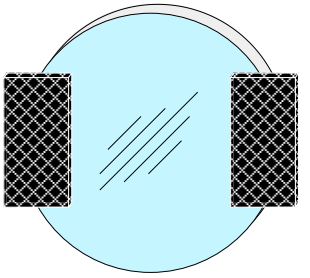

Figure 3. Positioning of magnetic strips on the lens.
6. Two 1.3 cm (.5 inch) magnetic pieces are to be positioned on the flat side of the plano-convex lens as shown in Figure 3. Remove the protective backing from a 1.3 cm (.5 inch) magnetic piece and place the piece at either the right or the left position. Remove the protective backing from another 1.3 cm (.5 inch) magnetic piece and place that piece at the opposite position on the lens.